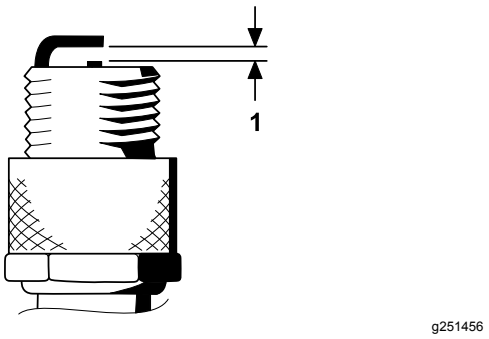

Figuur 34
4. Zorg ervoor dat de elektrodenafstand tussen de centrale elektrode en de massa-elektrode 0,76 mm bedraagt; zie Figuur 34.